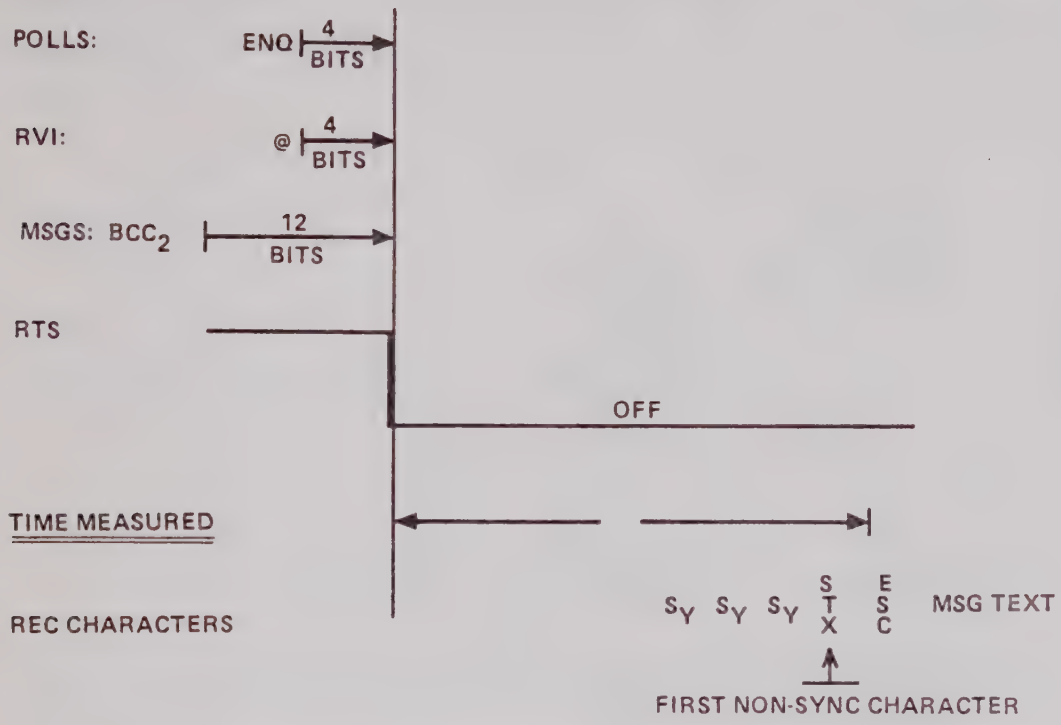

Figure 1-9. Terminal Response-Time Measurement.
5.7.1 Terminal Response time is measured (as the program is supplied). The measurement begins at the end of the transmit sequence and ends after the first NON-SYNC character that is received. The time, therefore, includes all system parameters: Modem, Ending PAD, leading SYNCs and *one* data character. Exact timing for each transmit sequence is shown in Figure 1-9. Notice that the delay between the last transmit character and activation of RTS is related to the bit rate.